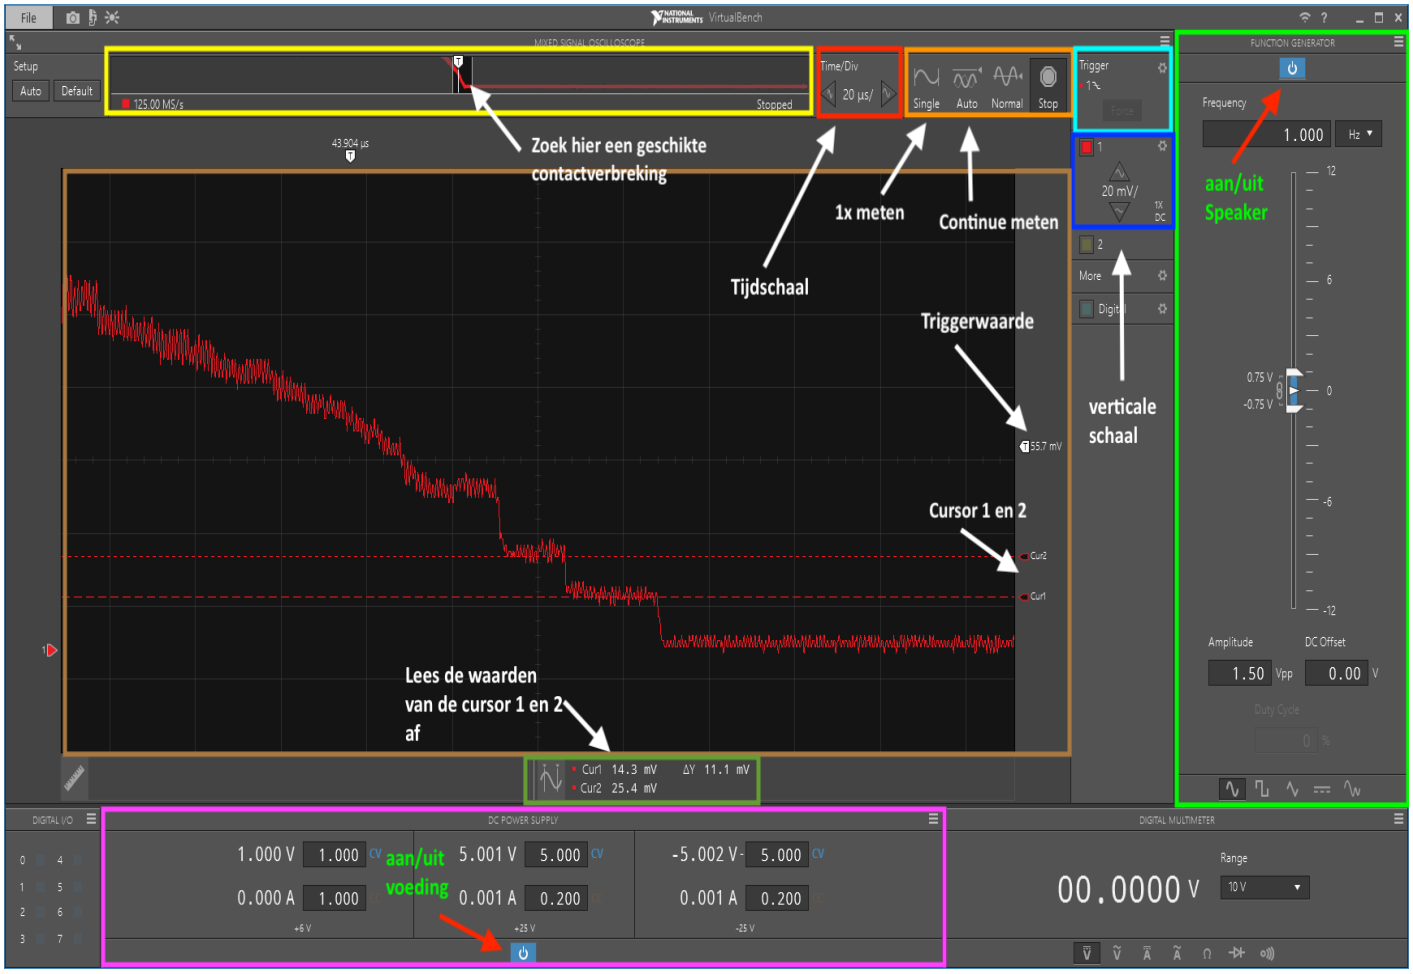

Figuur 7 Startscherm van de Ni VirtualBench
1.b Bereken met vergelijking (1) welke waarden je voor de ijkspanning U_{ijk} kunt verwachten (orde van grootte) voor $n = 1$. Ga hierbij uit van $U_{\text{bron}} = 190$ mV. Deze waarden zijn een indicatie voor wat je zult zien bij de meting bij het laatste atoomcontact.
2. Start het meetprogramma: **Ni VirtualBench**. Als het goed is, staat het programma zo ingesteld als in figuur 7. Bestudeer dit figuur goed.
Instellingen niet zoals in figuur 7? Importeer ze via File > Import configuration …, kies Break_Junction.vbconfig
(zie figuur 7 voor de gekleurde vakken)